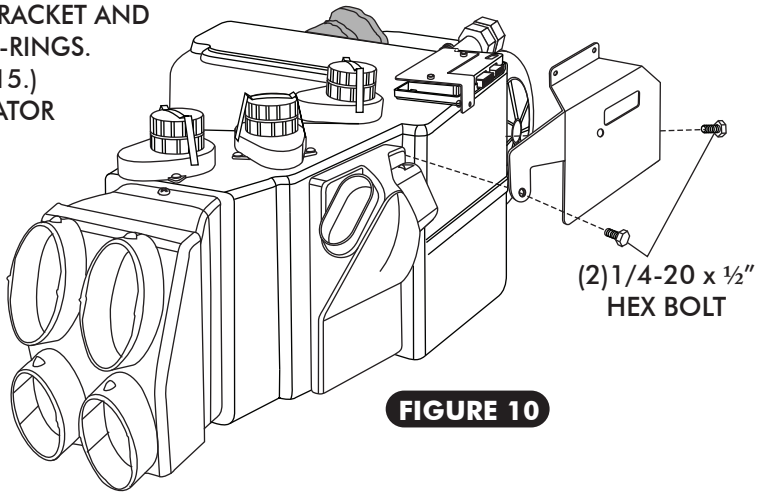

FIGURE 10
- ☐ INSTALL FRONT MOUNTING BRACKET ON EVAPORATOR USING (2) 1/4-20 x 1/2" HEX BOLTS AND TIGHTEN AS SHOWN IN FIGURE 10 BELOW.